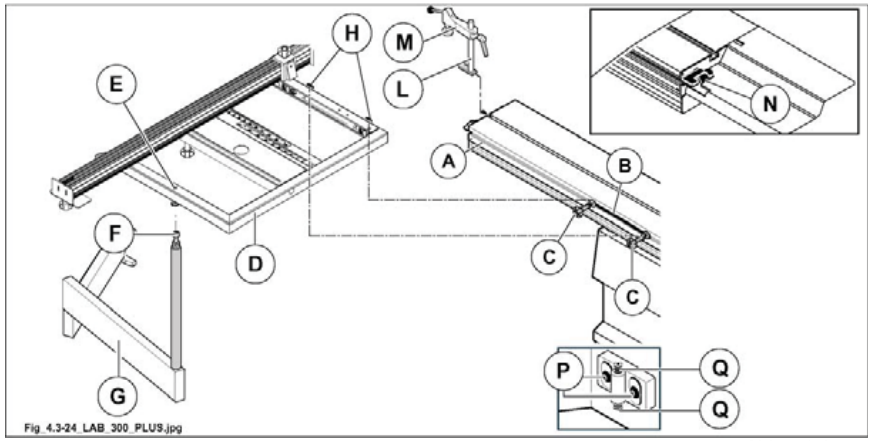

Abb. 4.3-24
die Schraube (F Abb. 4.3-24) muss perfekt dem entsprechenden Sitz unter dem Rahmen (D Abb. 4.3-24) sitzen.
3) Falls erforderlich den Tisch (D Abb. 4.3-24) mit der Schraube (F Abb. 4.3-24) nivellieren..
4) Die Knäufe (C Abb. 4.3-24) anziehen.
5) Schraubenbolzen (L Abb. 4.3-24) mit dem Druckstück (M Abb. 4.3-24) in die Rille des Waggons (A Abb. 4.3-24) einsetzen und zum Festziehen im Uhrzeigersinn drehen.
Wenn Waggon (A Abb. 4.3-24) nicht benutzt wird, ist dieser mittels Ballengriff (N Abb. 4.3-24) festzustellen.
- lockern Sie die Drehknöpfe (C Abb. 4.3.24);
- lockern Sie die Schrauben (P Abb. 4.3.24) und betätigen Sie die Madenschrauben (Q Abb. 4.3.24), um die Höhe einzustellen.